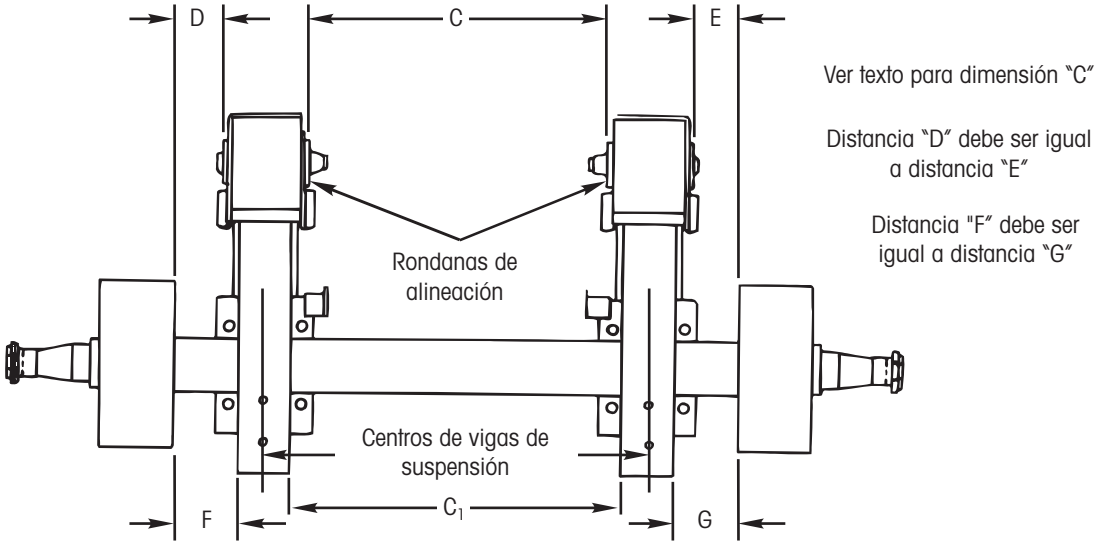

Figura 14. Centrando los puntos pivote de la suspensión con las perchas y vigas ensambladas
5. Centre el eje midiendo los espacios izquierdo y derecho entre las vigas colocadas y el ensamble de la maza. Mueva el eje hasta que ambos espacios sean iguales (Figura 14 y 15).
- **Vigas y Perchas Pre-ensambladas** — (consulte la Figura 14). Mida de la orilla interna a orilla interna de las rondanas de alineación para determinar el espacio en el punto pivote. La distancia debe ser la distancia de centro a centro de las vigas de la suspensión menos 8 pulgadas. (Dimensión "C" en la Figura 14).